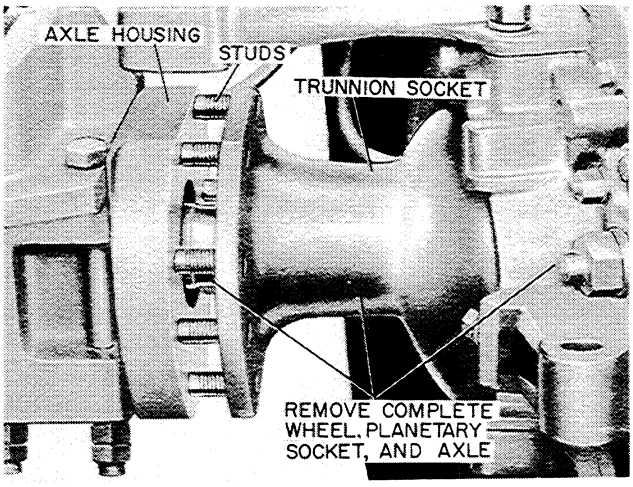

Figure T-80
1. Push the wheel, planetary, socket and axle inward until the trunnion fits up against the axle housing. Install the trunnion stud nuts and torque evenly to 168 to 180 foot pounds, Figure T-80.